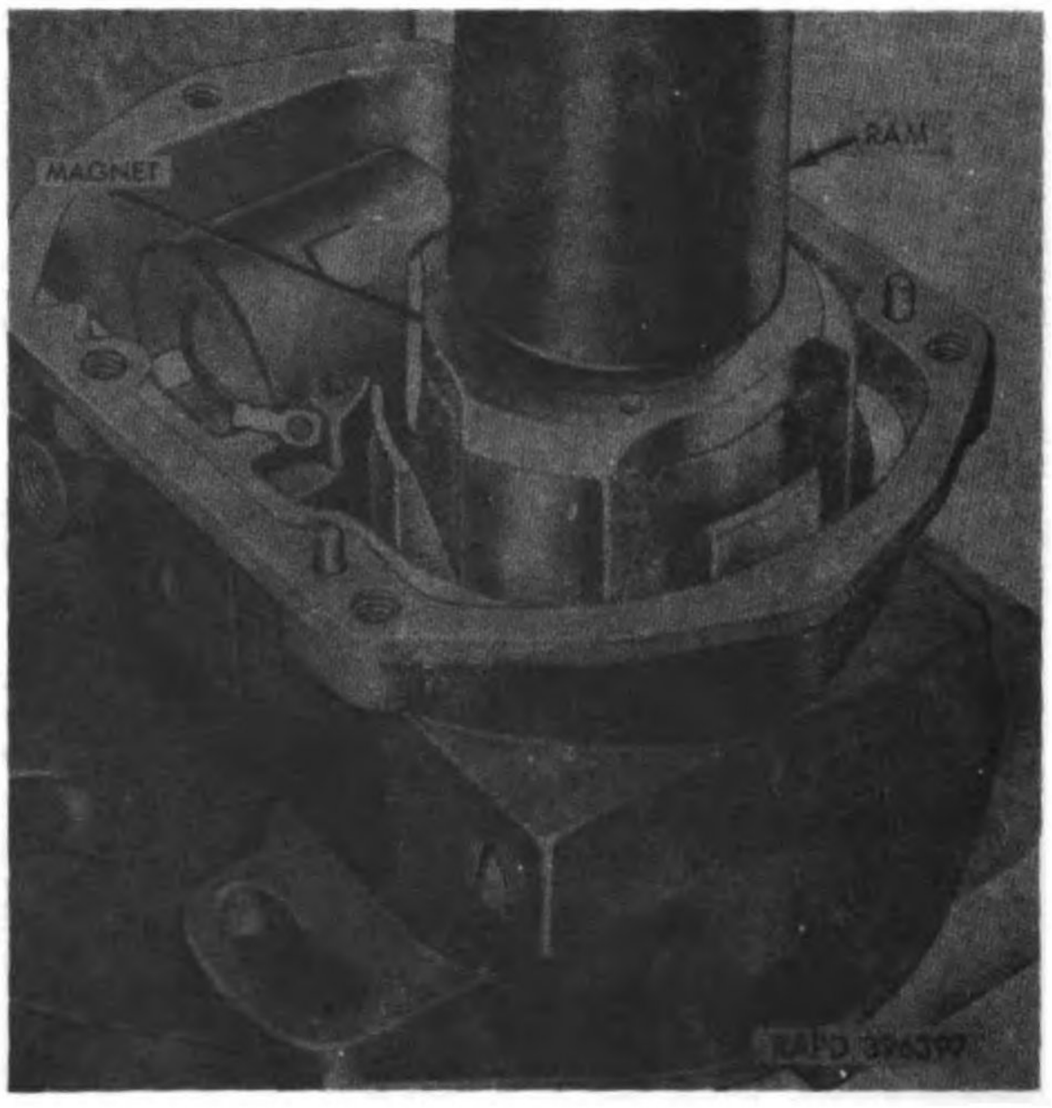

Figure 21. Pressing magnet into housing.
b. Support housing (G, figs. 7 and 8) in an arbor press and press the magnet into the housing (fig. 21).